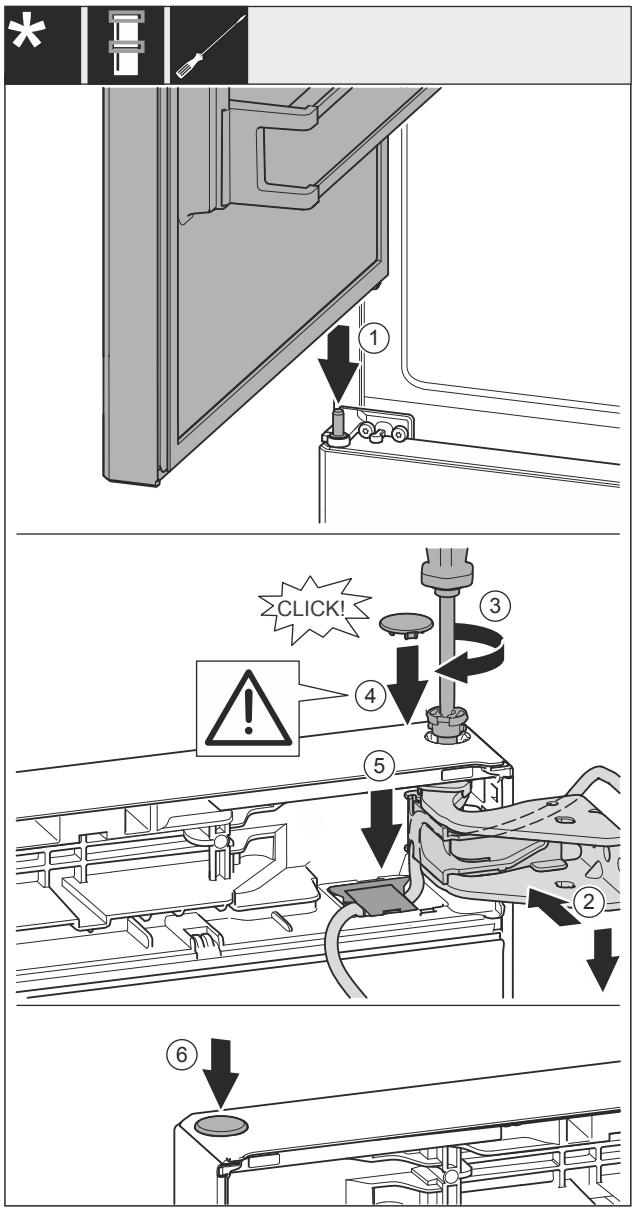

Fig. 60
- ▶ Place the top door on the centre bearing bolt *Fig. 60 (1)*.
- ▶ Align the top door with the opening in the swap bearing block *Fig. 60 (2)*.
- ▶ Insert the bolt *Fig. 60 (3)* and use screwdriver to tighten it.
- ▶ Insert the cover *Fig. 60 (4)*.
- ▶ Check that the cover *Fig. 60 (4)* is resting on the door.
- ▶ Insert the cover *Fig. 60 (5)* and push down until it engages.
- ▶ Insert the cover *Fig. 60 (6)*.